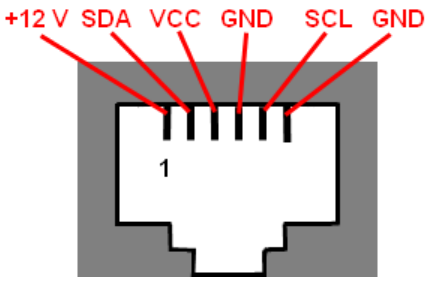

Рисунок 3 – Схема электрическая разъема RJ-11 “Sensor” подключения цифровых датчиков
7.4 Подключите, при необходимости, используемые цифровые датчики к разъему RJ-11 «Sensor» ***(см. рисунок 3)***. При подключении нескольких датчиков необходимо использовать разветвители TCU4, TCU5 “VELLEMAN” (или аналогичные).